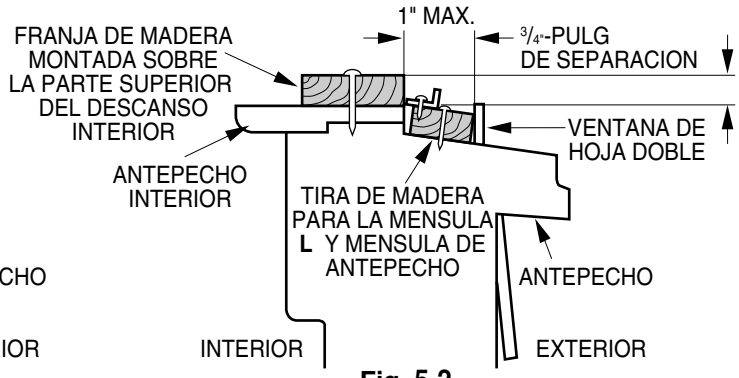

Fig. 5-2
2. Si la sobre-ventana estorba colóquese una tira de madera de 2" pulg de ancho a lo largo del descanso de la ventana por la parte que de internamente al cuarto, y en toda su extensión. La tira de madera debe ser lo suficientemente gruesa para elevar el descanso de la ventana, de tal manera que la unidad de aire acondicionado pueda ser intalada sin interferencia del marco de la sobre-ventana (storm window). Ver Fig. 5-2. La parte superior de la tira de madera debe estar aproximadamente a 3/4" de pulg más alta que el marco de la sobre ventana, (storm window) para ayudar a que el agua de condensación de la unidad fluya hacia afuera.
3. Instale una segunda tira de madera (aproximadamente 18" pulg. de largo, 1-1/2" pulg de ancho y mismo espesor que la primeratira de madera) en el centro del descanso exterior, póngala contra la parte posterior del descanso interior. Esto elevará la ménsula **L** como en la Fig. 5-2.